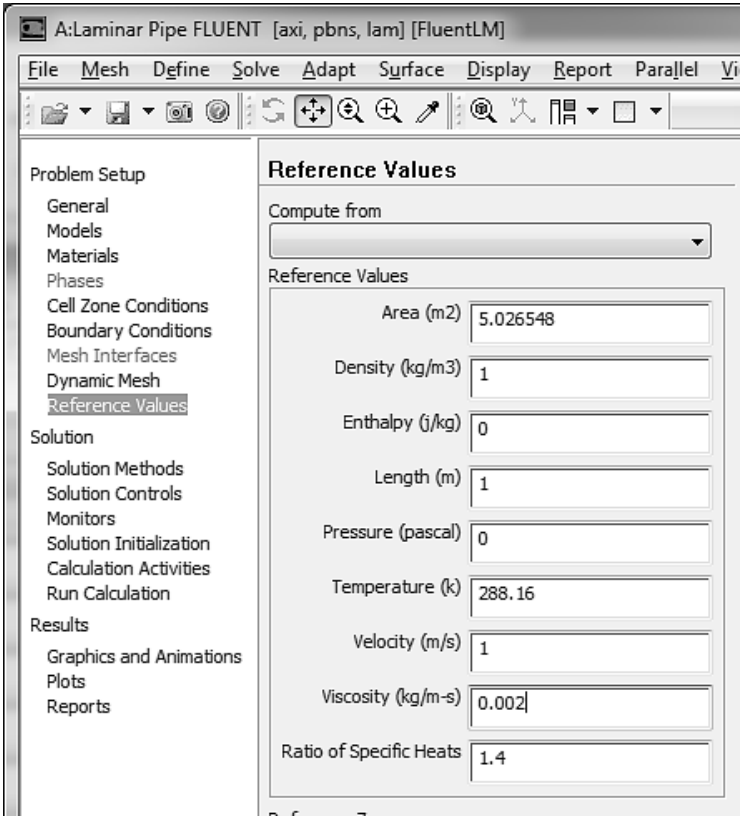

Рис. 55.
5) Переходим в раздел Problem Setup. Выбираем подраздел Reference Values, рис. 55.